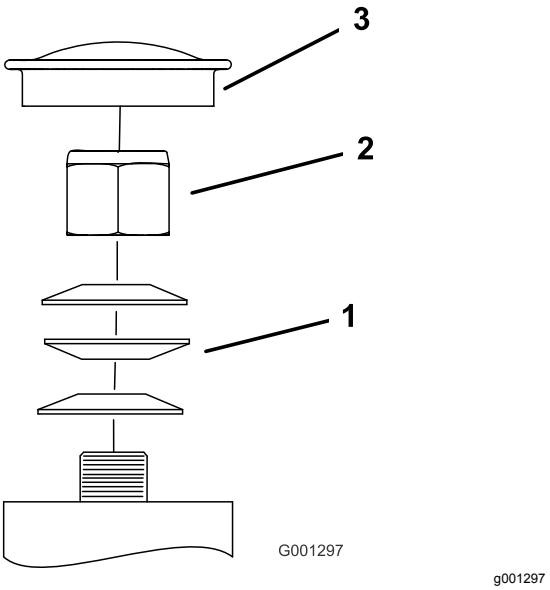

Figur 79
3. Fjern støvhætten fra styrehjulet, og spænd låsemøtrikken (Figur 79).
4. Spænd låsemøtrikken, indtil fjederskiverne er flade, og skru derefter ¼ omgang ud for at indstille forspændingen på lejerne korrekt (Figur 79).
Vigtigt: **Sørg for, at fjederskiverne monteres korrekt som vist i Figur 79.**
5. Monter støvdækslet (Figur 79).